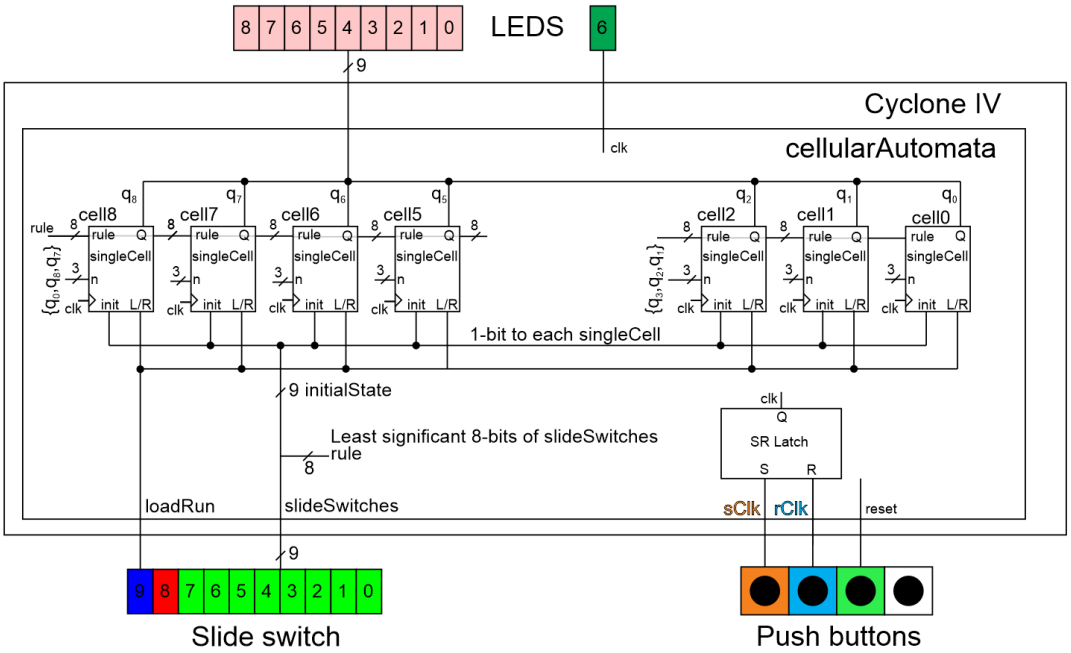
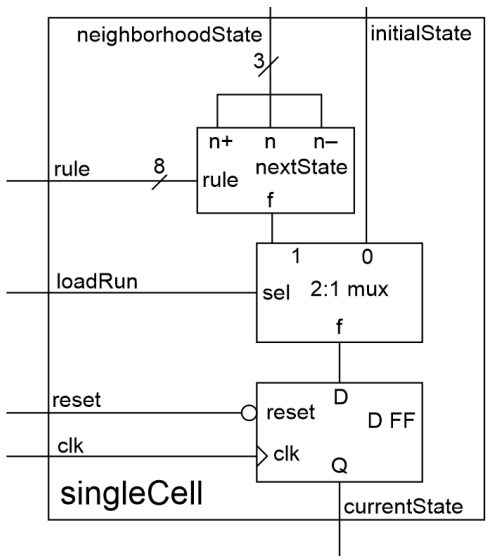

Figure 9.6: The system architecture of the cellularAutomata. Due to tight spacing, only the n inputs to cell8 and cell2 are shown.
Figure 9.7: The architecture and module interface for the singleCell module.
The system architecture shown in Figure 9.6 shows the overall organization of the cellular automata. Slide switches [0-7] are used as initial state when the loadRun slide switch is set to 0. When the loadRun slide switch is set to 1, slide switches [0-7] are used as the evolution rule. The clock is generated by the SR latch whose inputs are sClk and rClk. The state of the cells are displayed on the 9 red LEDs. The processing elements forming the array are called singleCell and discussed in the next section.
- Make cell 8 have cell 0 as its "left" neighbor in Figure 9.6
- Make cell 0 have cell 8 as its "right" neighbor in Figure 9.6
The significant design problem in today's lab comes in this section, building the singleCell module. The module interface for the singleCell module in Figure 9.6 used some shorthand for the single names due to the space constraints. The internal organization and module interface for the singleCell module is shown in Figure 9.7. For example, the output currentState in this figure was called Q in Figure 9.6. You should be able to decipher the rest of the signal abbreviations used in Figure 9.6.
Table 9.2: The input/output relationship for the nextState functionality in Figure 9.7.